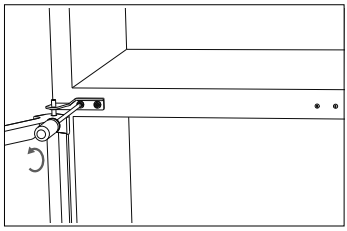
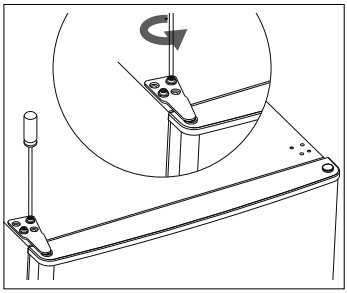

Abb. 13
Abb. 14
- Setzen Sie auf den oberen Scharnierzapfen eine und auf den unteren Scharnierzapfen zwei Unterlegscheibe. Setzen Sie den Scharnierzapfen des mittleren Scharniers in die obere Buchse der Kühlraumtür (5) und befestigen Sie das Scharnier mit den Halterungsschrauben und allen Unterlegscheiben (siehe **Abb. 13**).
- Ziehen Sie die Schrauben noch nicht ganz fest, um die Kühlraumtür (5) noch ausrichten zu können. Erst wenn ein gleichmäßiges Schließen der Kühlraumtür (5) möglich ist, ziehen Sie die Schrauben fest an.
- Setzen Sie die Gefrierraumtür (2) auf das mittlere Scharnier (12).
- Setzen Sie anschließend bei geschlossener Gefrierraumtür (2) das obere Scharnier (1) wieder auf und schrauben Sie es fest (siehe **Abb. 14**). Verwenden Sie, falls erforderlich, einen Schraubenschlüssel, um die Schraube anzuziehen.